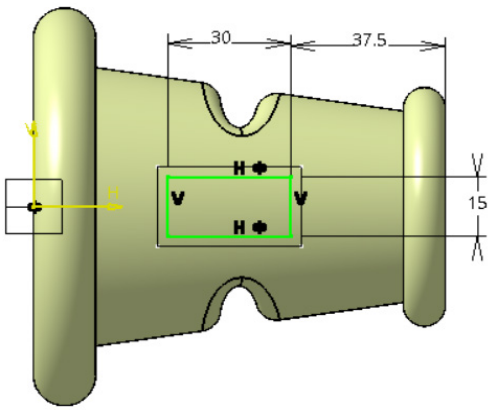

Figure 17-94 *First sketch for the loft surface*
7. Invoke the sketch workbench with the newly created plane as the sketching plane and then create the sketch, as shown in Figure 17-94, and exit the sketching environment. If required, you can hide the first sketch after projection for the ease of creating the second sketch.